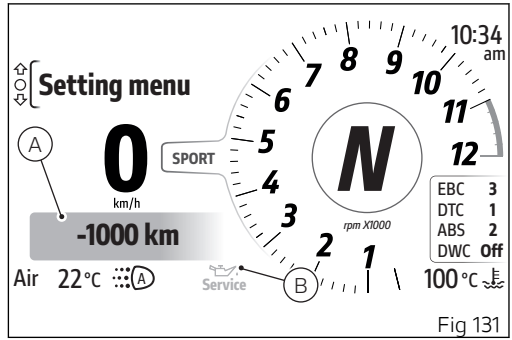

Fig 131
Once the threshold of the service coupons has been reached and upon every Key-On, the corresponding amber yellow signal is activated in large mode (A, Fig 131)for 5 seconds, then the signal toggles to small mode (B, Fig 131): “Oil service” (C), “Desmo Service” (D), “Annual service” (E).